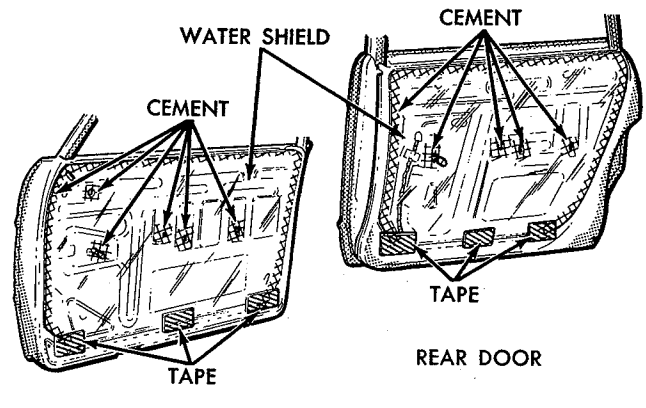

*Fig. 40—Door Watershields—Fury*
(4) Before installing door trim panel, inspect condition of watershield (Fig. 40).
(5) Be certain the escutcheon spring is placed on the regulator shafts.
(6) Align trim panel retaining clips with holes of door frame and bump into place with heel of hand.
(7) Install trim panel to door screws.
(8) Install escutcheon washer, handles and arm rest.
Refer to Figure 40 for the sealing area and applications of the watershields. The lower edge of the shield must be inserted into the slots in the bottom of the inner panels.